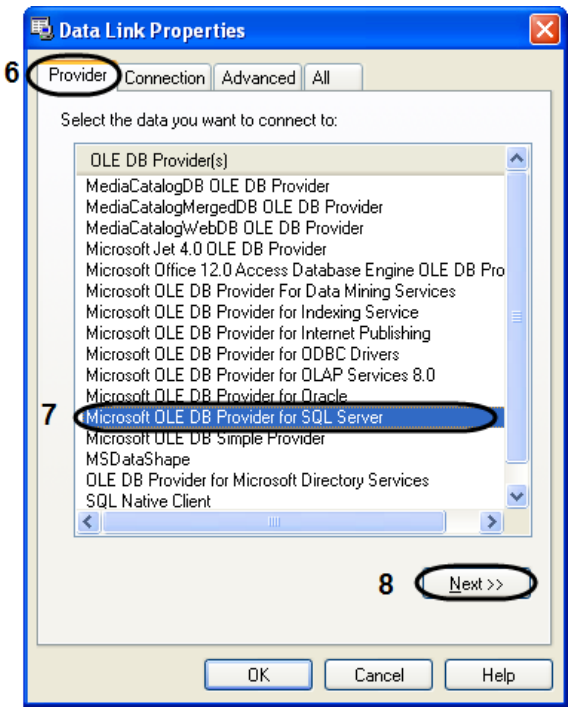

Figure 8.3-14 The "Data Link Properties" dialog box. The "Provider" tab
6. The "Data Link Properties" dialog box is displayed. Go to the "Provider" tab in the "Data Link Properties" dialog box (Figure 8.3-14).